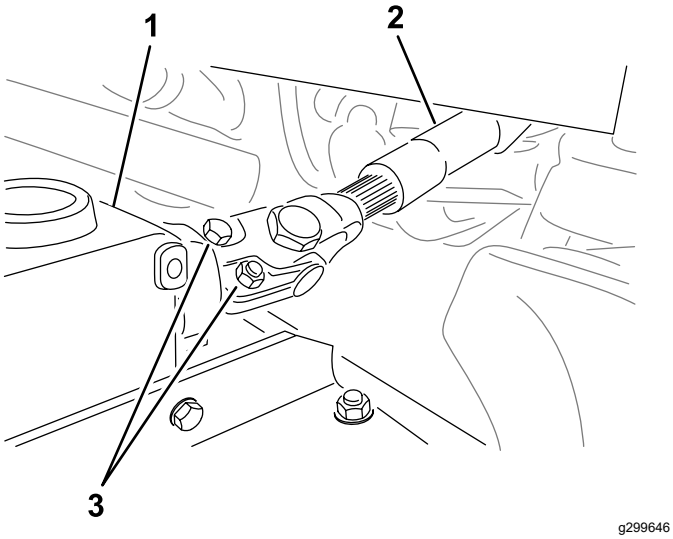

Figur 16
3. När du monterar kraftuttagsaxeln på växellådan ska du montera varje par bultar (5/16 x 2 tum) och muttrar (5/16 tum) mittemot varandra (Figur 16) och dra åt muttrarna till 40 Nm.